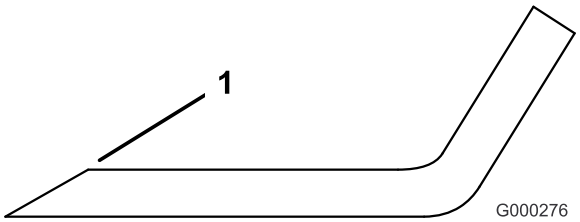

Figur 79
1. Slipa eggarna i båda ändar av kniven med en fil (Figur 79). Behåll ursprungsvinkeln. Kniven behåller balanseringen om samma mängd material avlägsnas från båda eggarna.